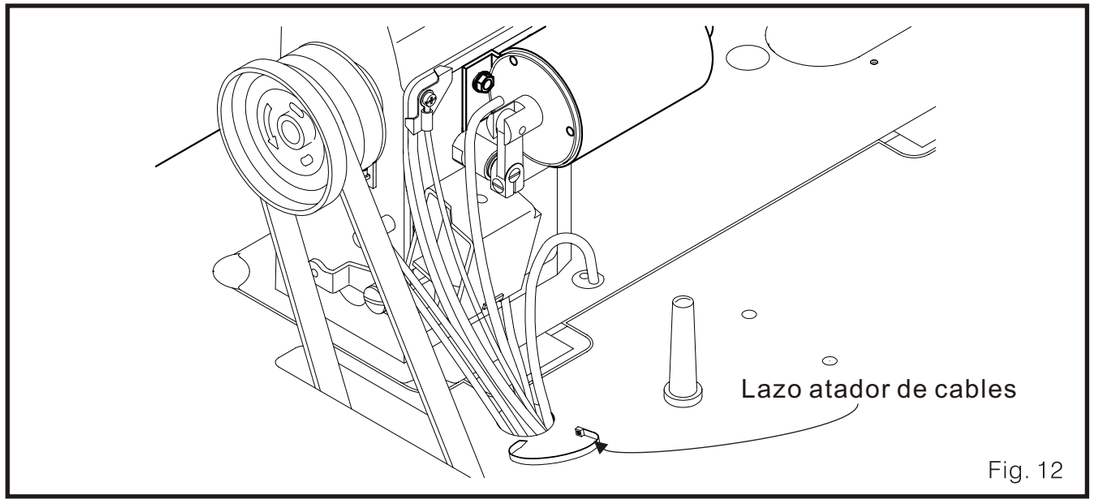

Fig. 12
e. Amarre los cabes con el accesorio atador de cables para que los cables del panel de funcionamiento no entren en contacto con otra parte en movimiento. (Fig. 12)